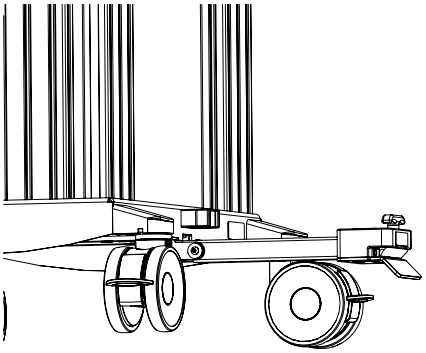

Figure 4 : Pivotement du bras rabattable
2. Au besoin, désengager le système de freinage des quatre (4) roulettes double pivotante du Chariot néonatal THS.
3. Au besoin, désengager les quatre (4) freins de blocage de l'incubateur, puis engager la roulette de direction pour faciliter les déplacements rectilignes.
4. Descendre le bras rabattable avec votre pied pour le détacher de son support (Figure 4 A), puis faire pivoter le bras vers l'avant jusqu'à sa position finale (Figure 4 B).